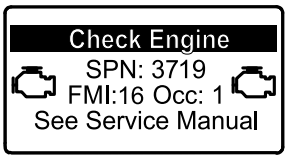

Figuur 41
- Als geparkeerde regeneratie nodig is verschijnt op het InfoCenter Motorwaarschuwing SPN 3719, FMI 16 (Figuur 41) en de computer van de motor vermindert het vermogen tot 85%.